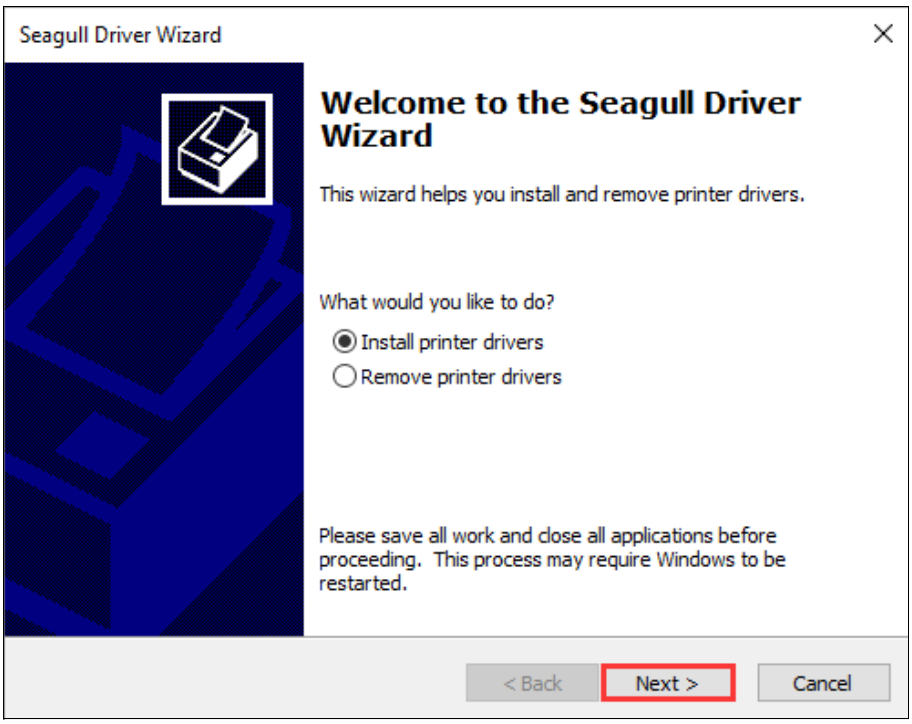

Figure 2-30 Seagull Driver Wizard Screen
6. On the "Seagull Driver Wizard" screen, select "Install printer drivers", and then click "Next", as shown in Figure 2-30.